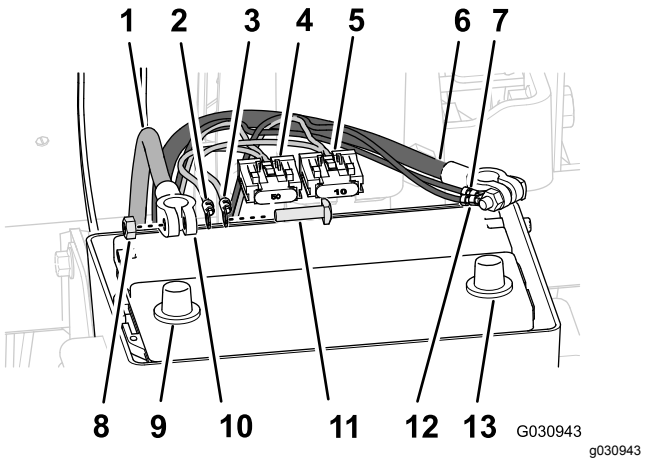

Figur 178
1. Før den positive klemmen (rød ledning), negative klemmen (svart ledning) og 50 A-sikringsblokk i den bakre ledningssatsen mellom batterikassen og maskinens chassis (Figur 178).
3. Fjern T-boltene og sekskantmutterne fra klemmene til de positive og negative batterikablene (Figur 178).
4. Monter en T-bolt gjennom den positive klemmen (rød ledning) på den bakre ledningssatsen, den positive klemmen til navigasjonssystemets elektriske ledningssats og klemmen til den positive batterikabelen (Figur 178).
5. Fest klemmene og T-bolten løst med en sekskantmutter (Figur 178).
6. Monter en T-bolt gjennom den bakre ledningssatsens negative klemme (svart ledning), den negative klemmen til navigasjonssystemets elektriske ledningssats og den negative batterikabelens klemme (Figur 178).
7. Fest klemmene og T-bolten løst med en sekskantmutter (Figur 178).